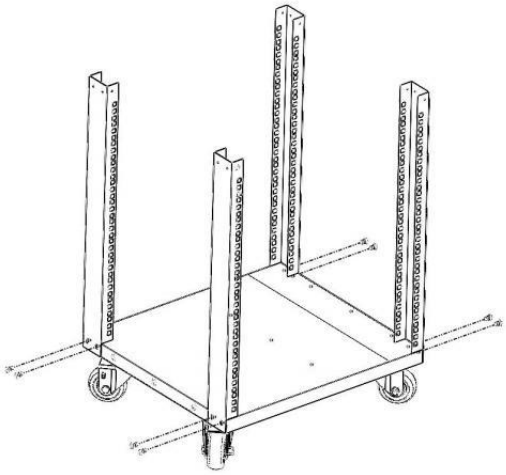

Rysunek 2
2. Wyrównaj ten narożnik wsparcie ( ③ ) z dolny panel ( ② ) , bezpieczny za pomocą 2 śub montażowych M5 ( ⑦) przykręcić śubokrętem elektrycznym . Następnie należy ten sam krok, aby przymocować pozostałe 3 sztuki wsporników narożnych ( ③) . Widzieć Rysunek 2 .